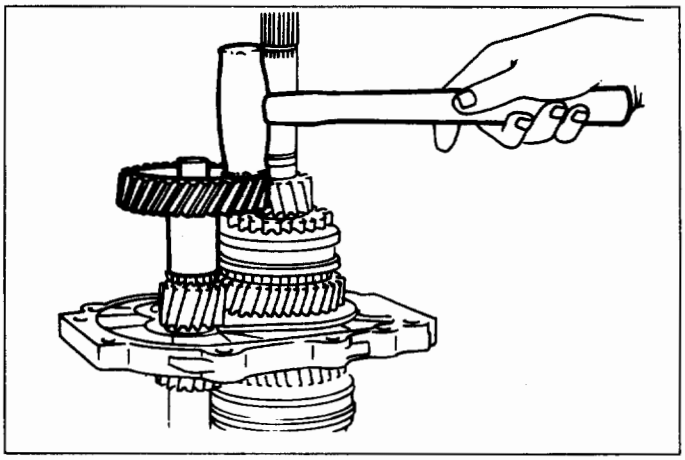

Fig. 7B-64
- Select the snap ring which will provide the minimum clearance between the ball bearing and the snap ring (Fig. 7B-65).